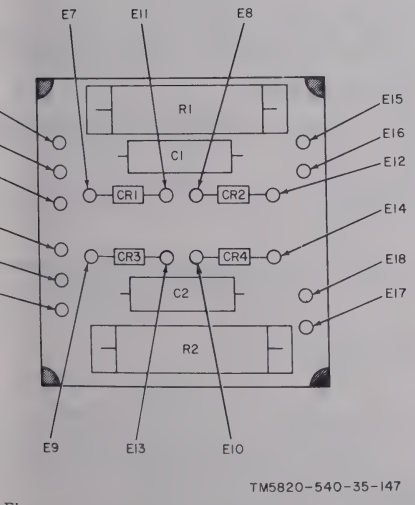

Figure 4-46. Power supply 5TR1PS1PS1, parts location.
c. DRIVER HEATER: defective C1 (5TR1PS1PS1).	*c.* Check and replace C1 (fig. 4-46) if necessary.